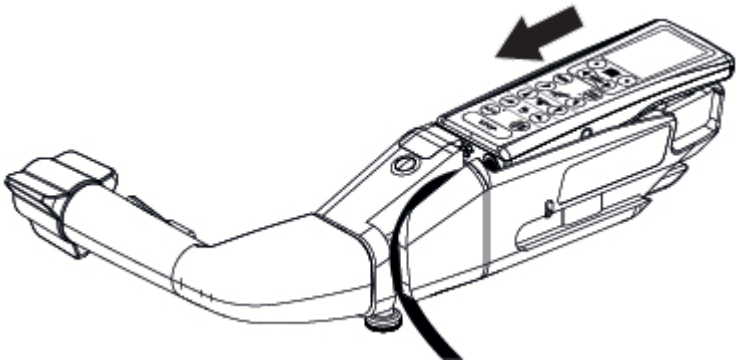

Figure 7-12. Install Main Hand Control
2. Slide the main hand control into the motorized transfer handle. See *Figure 7-12*.